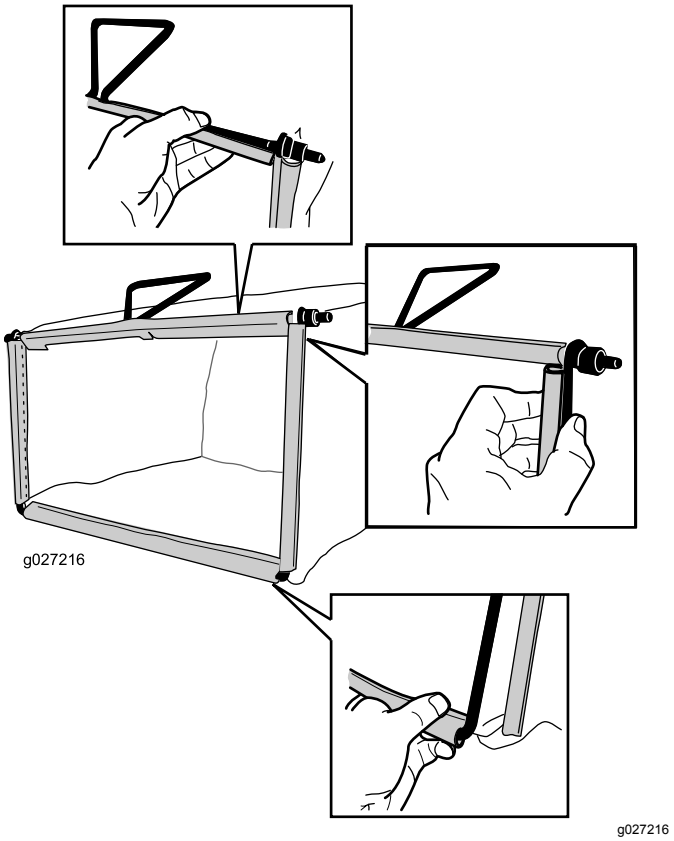

Figure 8
2. Accrochez la glissière inférieure du bac au bas de l'armature (Figure 8).
3. Accrochez les glissières supérieur et latérales du bac au sommet et sur les côté de l'armature respectivement (Figure 8).